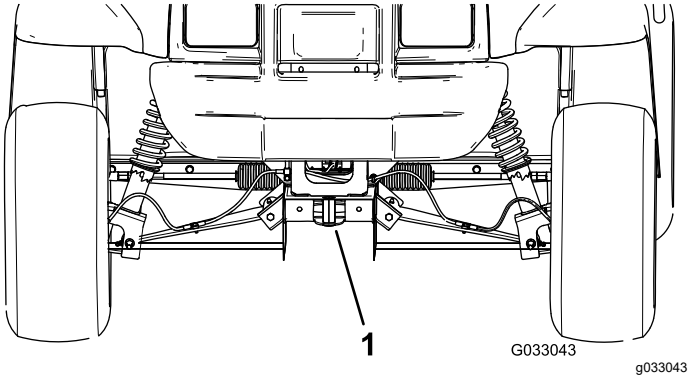

**Figur 19**
- Løftepunktet foran på maskinen findes forrest på stellet bag anhængertrækstangen (Figur 19).